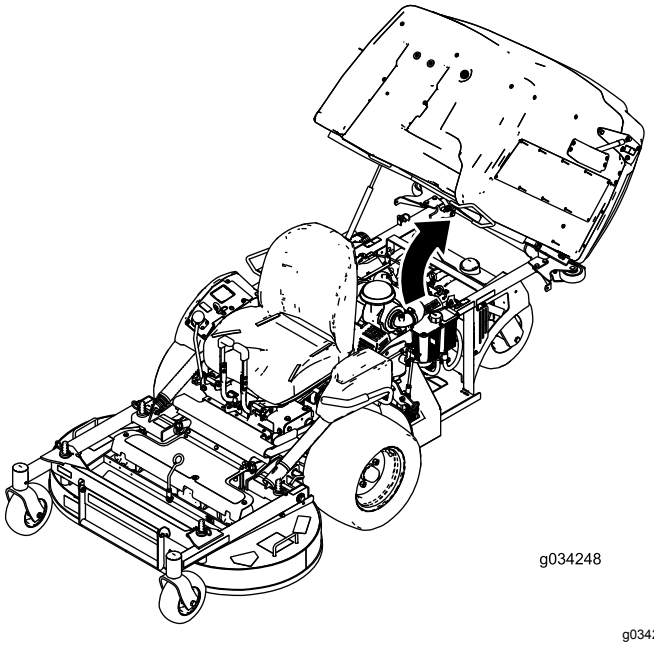

Figura 29
1. Suba o dispositivo de recolha (Figura 29).